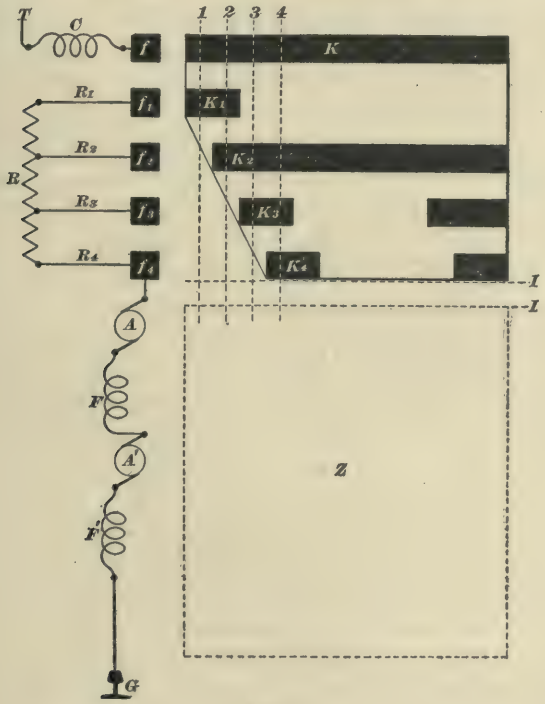
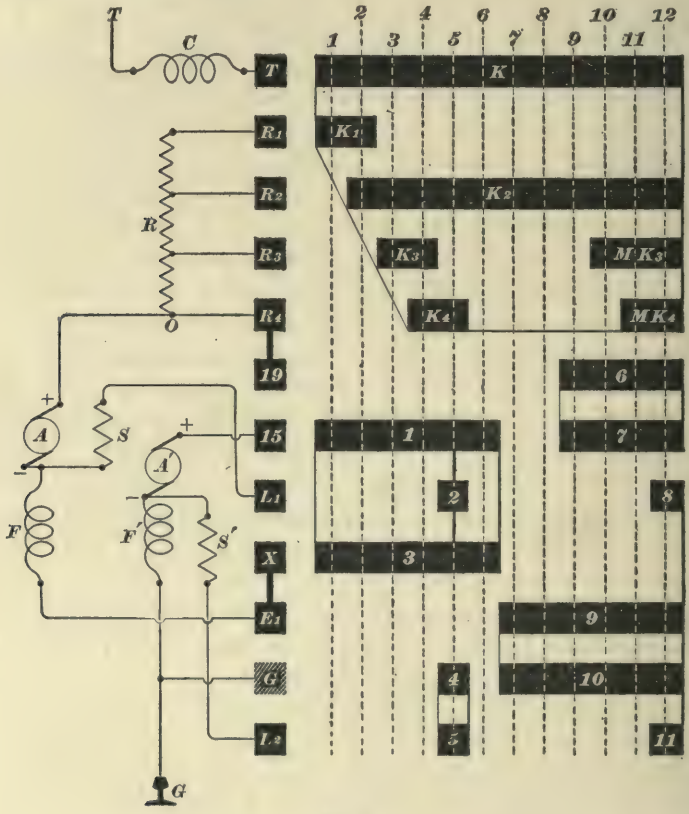
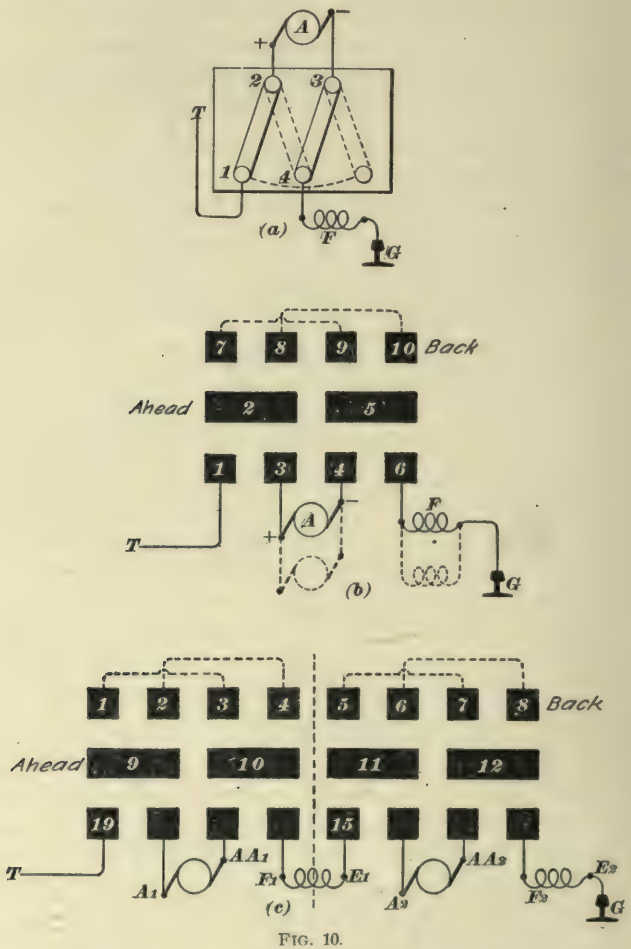

FIG. 6.
FIG. 7.
FIG. 10.
In Fig. 6, $T$ is the trolley wire; $C$, the blow-out coil;
The contact plates on the right of the drum in Fig. 6 are used when the motors are in multiple, and can therefore be more intelligently considered when the drum connections as a whole are better known. All the contact plates shown in the figure belong to the resistance part of the drum and are
**8.** Fig. 7 shows the K2 controller with the power drum fully laid out, but the reverse switch, the motor cut-outs, and the controller connections are omitted. The letters used on the controller fingers are the same as those used on an actual controller. $T$ is the trolley finger; $R_1$, $R_2$, $R_3$, $R_4$ are the resistance fingers. $L_1$ is the free end of the No. 1 shunt, the other end being spliced on to one end of the No. 1 motor field. $L_2$ is the free end of the No. 2 shunt, the other end being spliced to one end of the No. 2 motor field. $F$ and $A$ are the field and armature of the No. 1 motor; $F'$ and $A'$ are the field and armature of the No. 2 motor; $S$ is the No. 1 shunt and $S'$ the No. 2 shunt. $E_1$ is the free end of the No. 1 motor field, and the free end of No. 2 field is grounded. $G$ is the ground finger; *15* and *19* are fingers that ordinarily take wires running from the reverse switch, but as the reverse switch is left out, the wires are in this case run direct. The vertical dotted lines, as in Fig. 6, indicate the several positions assumed by the drum in its passage from the first notch to the ninth notch. There are nine notches, but there are twelve positions. Three of the positions the motorman knows nothing about, further than to know that he can feel a change take place when the controller handle is swept over these positions in going from series to parallel.
**9.** The **first position** is the first notch; the two motors are in series and all the starting coil is in the circuit. The **second position** is the second notch; the two motors are in series and part of the starting coil is cut out. The **third position** is the third notch; the motors are still in series, but more of the starting coil is cut out. The **fourth position** is the fourth notch. The motors are still in series, but all the starting coil is cut out. Thus far, the notches have been considered in connection with Fig. 6 and are entirely rheostatic.
**21. Reverse Drum.**—Fig. 10 (*a*), (*b*), and (*c*) shows the layout of three types of reverse drum; (*a*) is an old-style reverse switch, (*b*) is a reverse drum for a single motor, and (*c*) is a reverse drum for two motors. In (*a*), the full-line position of the blades lets the current into the left-hand side of the armature and the armature turns so as to urge the car ahead. If the blades are thrown to the dotted position, the current enters the armature at the left-hand side and turns it so as to urge the car back.
**22.** In Fig. 10 (*b*), *1*, *3*, *4*, *6* are the finger stands and *2*, *5*, *7*, *8*, *9*, *10* are the plates on the reverse drum. In the actual drum, plates *2* and *5* are on one side of the fingers and plates *7*, *8*, *9*, *10* are on the other side, so that when the reverse handle is shoved ahead, the fingers engage one set of plates, and when the reverse handle is shoved back, the fingers engage the other set of plates. When the drum is in such a position as to place plates *2* and *5* under the fingers, the path of the current is *T*–*1*–*2*–*3*–*A*+ –*A*– –*4*–*5*–*6*–*F*–*G*; the current enters the left-hand side of the armature and urges the car ahead; but when the drum is turned so that plates *7*, *8*, *9*, *10* come under the fingers, the current goes into
**23.** Fig. 10 (*c*) shows the drum for two motors, which is nothing more nor less than two single-motor drums put on
the same shaft; in fact, the single-motor drum can be made to serve for two motors, if the second motor is connected as shown by the dotted line in Fig. 10 (*b*) and it is intended to
In Fig. 10 (*c*), the fingers have the same names as they have in the K2 controller and the path of the current on the go-ahead position is *T–19–9–$A_1$–$AA_1$–10–$F_1$–$E_1$–15–11–$A_2$–$AA_2$–12–$F_2$–$E_2$–G*. On the back position, the path is *T–19–1–3–$AA_1$–$A_1$–2–4–$F_1$–$E_1$–15–5–7–$AA_2$–$A_2$–6–8–$F_2$–$E_2$–G*.
**24.** In Fig. 10 all devices except the reverse switch have been left out and the wires run direct so that the path through the reverse switch can be more easily followed, but in Fig. 11 all the devices except the motor cut-outs and the connecting board are shown in the circuit. The letters and the figures are the same as in Fig. 7, but there are more of them. When the reverse drum is on the ahead position, the path of the current on the first notch is *T–C–T–K–$K_1$–$R_1$–O–19–1′–$A_1$–A–$AA_1$–2′–$F_1$–F–$E_1$–X–3–2–1–15–15–3′–$A_2$–A′–$AA_2$–4′–$F_2$–F′–G*, and when the reverse drum is on the back position, the path of the current is, on the first notch, *T–C–T–K–$K_1$–$R_1$–O–19–a–c–$AA_1$–A–$A_1$–b–d–$F_1$–F–$E_1$–X–3–2–1–15–15–e–g–$AA_2$–A′–$A_2$–f–h–$F_2$–F′–G*. When the power drum reaches the fifth notch, drum plates *2*, *4*, and *5* make contact, throwing shunt *S′* across field *F′* and shunt *S* across field *F*. The current, on getting to *x*, then splits between *F* and *S*, and, at *x′*, it splits between *F′* and *S′*. Also, when the power drum reaches the ninth notch, the current splits at point *O*; part of it takes the path *O–19–1′–$A_1$–A–$AA_1$–2′–$F_1$–F–$E_1$–9–10–G*; i. e., through the No. 1 motor, and the other part takes the path *O–$R_4$–19–6–7–15–15–3′–$A_2$–A′–$AA_2$–4′–$F_2$–F′–G*, through the No. 2 motor.